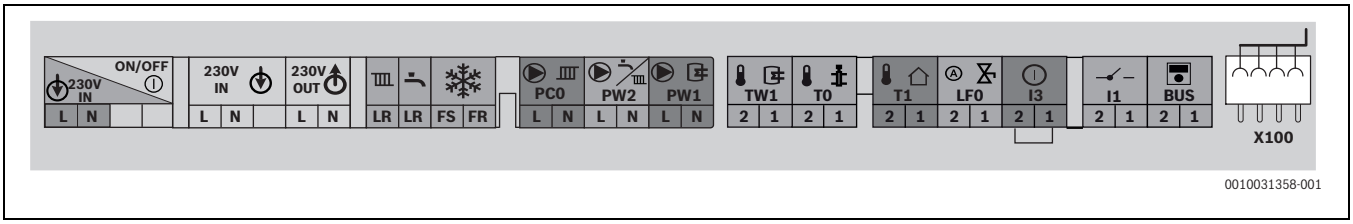

Fig. 46 Bornier pour accessoires externes
- ▶ Raccorder le câble au bornier des accessoires externes (→ fig. 46).